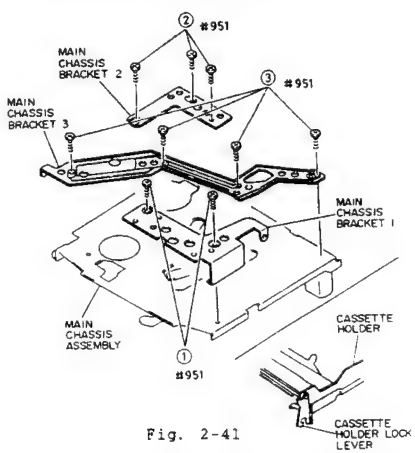

Fig. 2-41
1) Remove two (2) screws holding the main chassis bracket (1). (See Fig. 2-41)
2) Remove three (3) screws holding the main chassis bracket (2).
3) Remove four (4) screws holding the main chassis bracket (3).